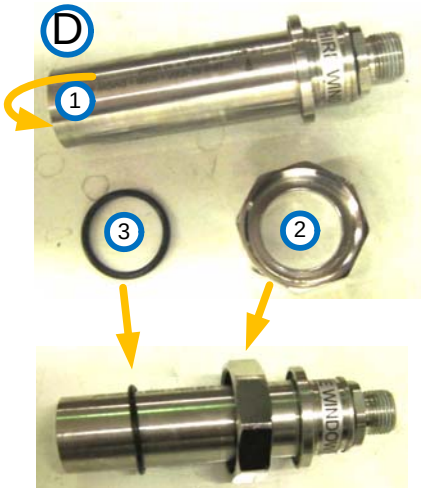

Figure 10-29: Sensor, washer and nut
Step 7. When replacing a sensor, remove the nut **(2)** and the washer **(3)** shown in **Figure 10-29** below.